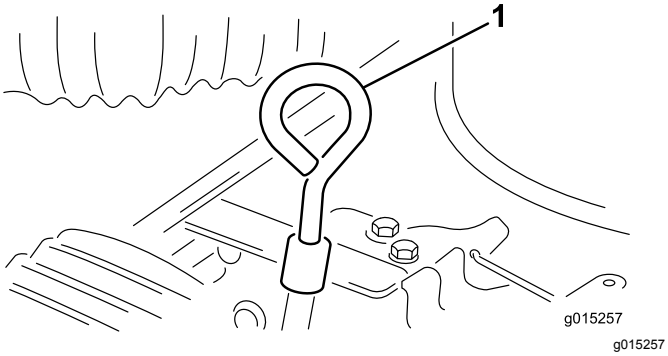

**Figur 8**
2. Rengjør rundt peilestaven, slik at det ned i påfyllingshullet ikke kan komme smuss som kan skade motoren (Figur 8).